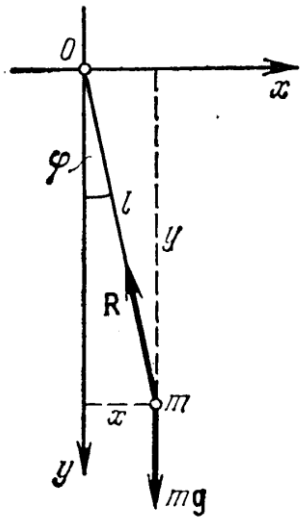

Рис.3.
1. Математический маятник (см. рис. 3). (Для данного случая, кроме того, найти обобщенный импульс $p_k = \dfrac{\partial L}{\partial \dot{q}_k}$, обобщенную силу $Q_k = \dfrac{\partial L}{\partial q_k}$ и энергию маятника $E = \sum_k \dfrac{\partial L}{\partial \dot{q}_k}\dot{q}_k - L(q_k, \dot{q}_k, t)$.)